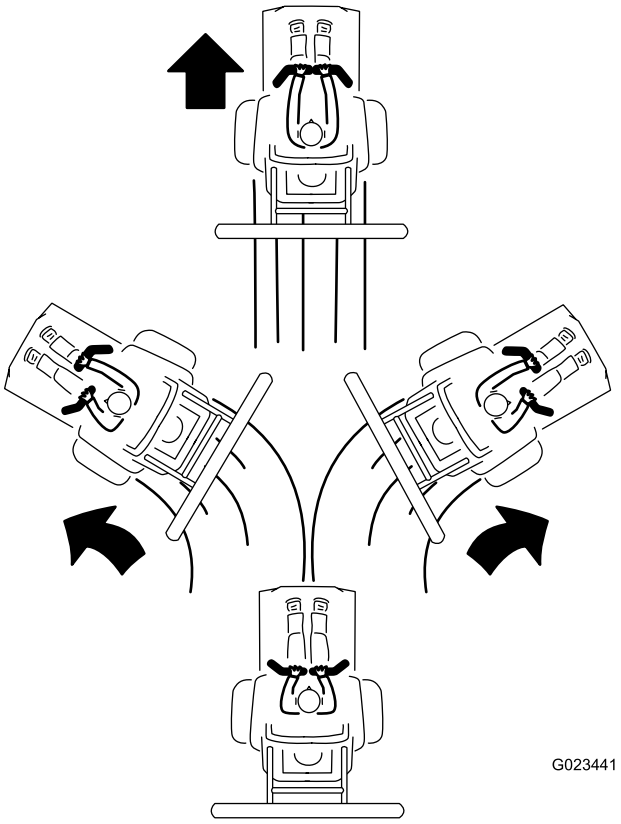

**Figur 25**
3. Kör framåt genom att försiktigt föra reglerhandtagen framåt (Figur 25).